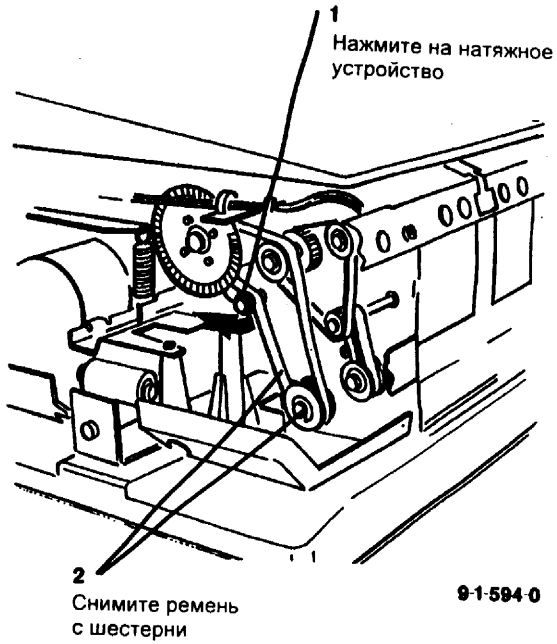

Рис. 1 Снятие ремня
2. (Рис. 1) Отсоедините ремень от шестерни привода стекла оригинала.